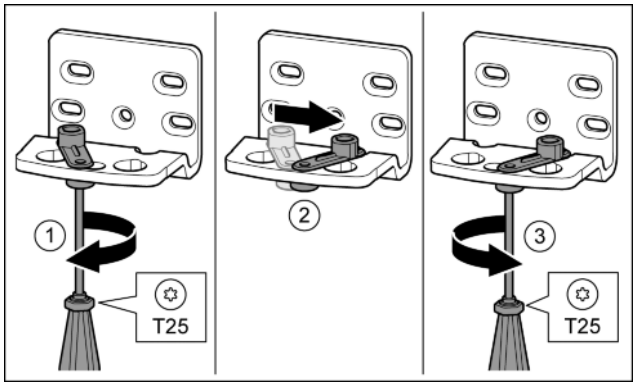

*Fig. 16**
▶ Отпустить винт отверткой T25.* *Fig. 16 (1)*
▶ Приподнять фиксатор двери и, повернув на 90° вправо, вставить в отверстие.* *Fig. 16 (2)*
▶ Затянуть винт отверткой T25.* *Fig. 16 (3)*